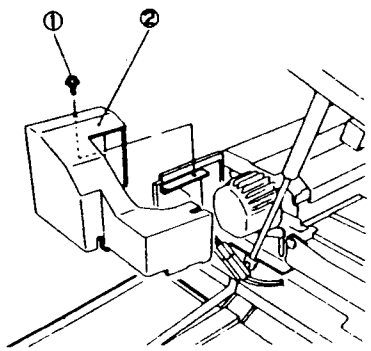

Рис. 1 NZM-0043
3. (Рис. 1): Снимите крышку главного выключателя.
①. Отверните винт.
②. Снимите крышку главного выключателя.